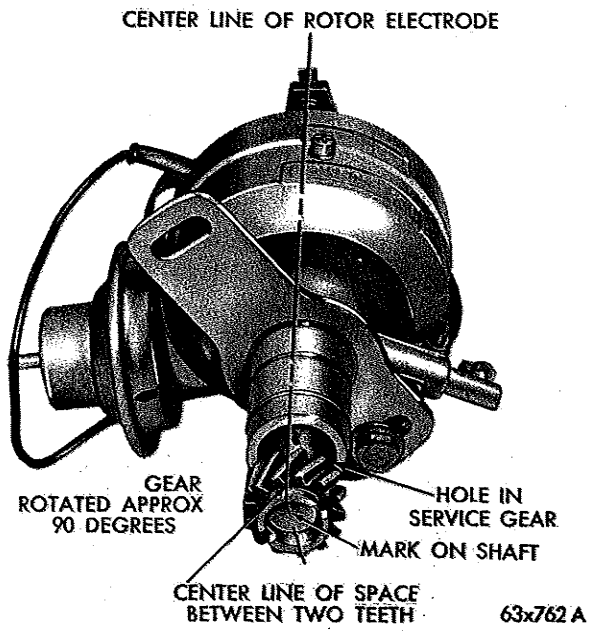

***Fig. 14—Aligning Gear Teeth with Centerline of Rotor Electrode***
(e) Before drilling through shaft and gear, place a .007 feeler gauge between gear and thrust washer and after again observing that the centerline between two of the gear teeth is in line with centerline of rotor electrode (Fig. 14) drill a .124-.129 inch hole and install the rollpin.
(1) Loosen the terminal screw nut, and remove the primary lead, condenser lead and terminal screw.
(2) Remove the stationary contact lock screw and remove the old contact set.
(3) Install a new contact set; the sleeve at one end of the adjustable bracket fits over and pivots on the upper contact plate mounting pin, the contact insulator also retains the terminal screw head.
(4) Connect the condenser and primary leads.
(5) Align the contacts, if necessary, by bending the stationary contact bracket only. **Never bend** the movable contact arm to obtain alignment.
(6) After aligning the contacts, adjust contact clearance to "Specifications," using dial indicator (Fig. 14). Recheck the contact arm spring tension.
(7) Test the dwell angle to show proper degree of closure. See Paragraph, "Distributor Contact Dwell." The lock screw should be loosened just enough so that the stationary contact bracket can be removed with a slight drag; otherwise, it will be difficult to set the contacts accurately. After setting the contacts to the correct gap, tighten the stationary bracket lock screw.